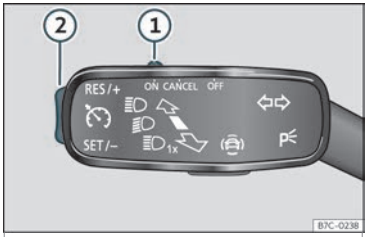

Fig. 207 Na panca dos intermitentes:mandos para o manexo do GRA.
- Desprace o mando ››› **fig. 207** ① ata **ON**.
- Prema o botón ››› **fig. 207** ② na zona **SET/–**.
- Desprace o mando ››› **fig. 207** ① ata **CANCEL** ou pise o freo.
- Prema o botón ››› **fig. 207** ② na zona **RES/+**.
Mentres o GRA regula pode axustarse a velocidade gardada coa tecla ››› **fig. 207** ②:
- Para aumentar en pasos de 1 km/h (1 mph) prema brevemente o botón ››› **fig. 207** ② na zona **RES/+**.
- Para aumentar a velocidade de xeito ininterrompido manteña premido o botón ››› **fig. 207** ② na zona **RES/+**.
- Para reducir en pasos de 1 km/h (1 mph) prema brevemente o botón ››› **fig. 207** ② na zona **SET/–**.
- Para reducir a velocidade ininterrompidamente manteña premido o botón ››› **fig. 207** ② na zona **SET/–**.
- Desprace o mando ››› **fig. 207** ① a **OFF**.